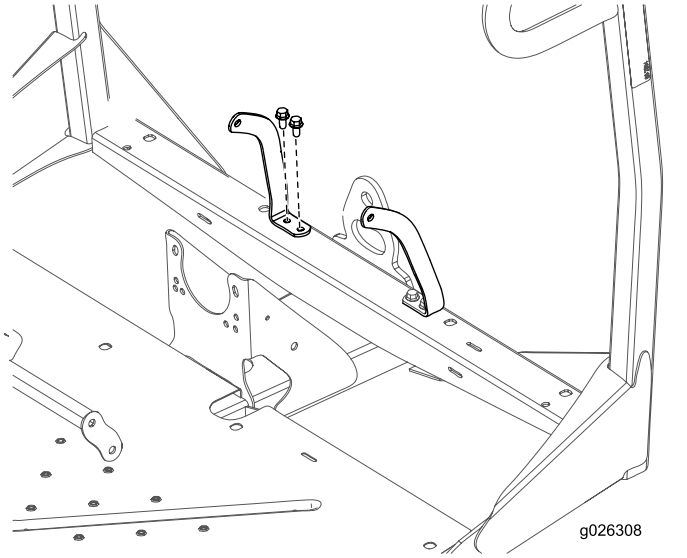

Figur 9
4. Fäst vänster och höger säkerhetsbältesförankring vid den främre ramen med fyra skruvar (3/8 tum) och fyra muttrar (3/8 tum) (Figur 9).